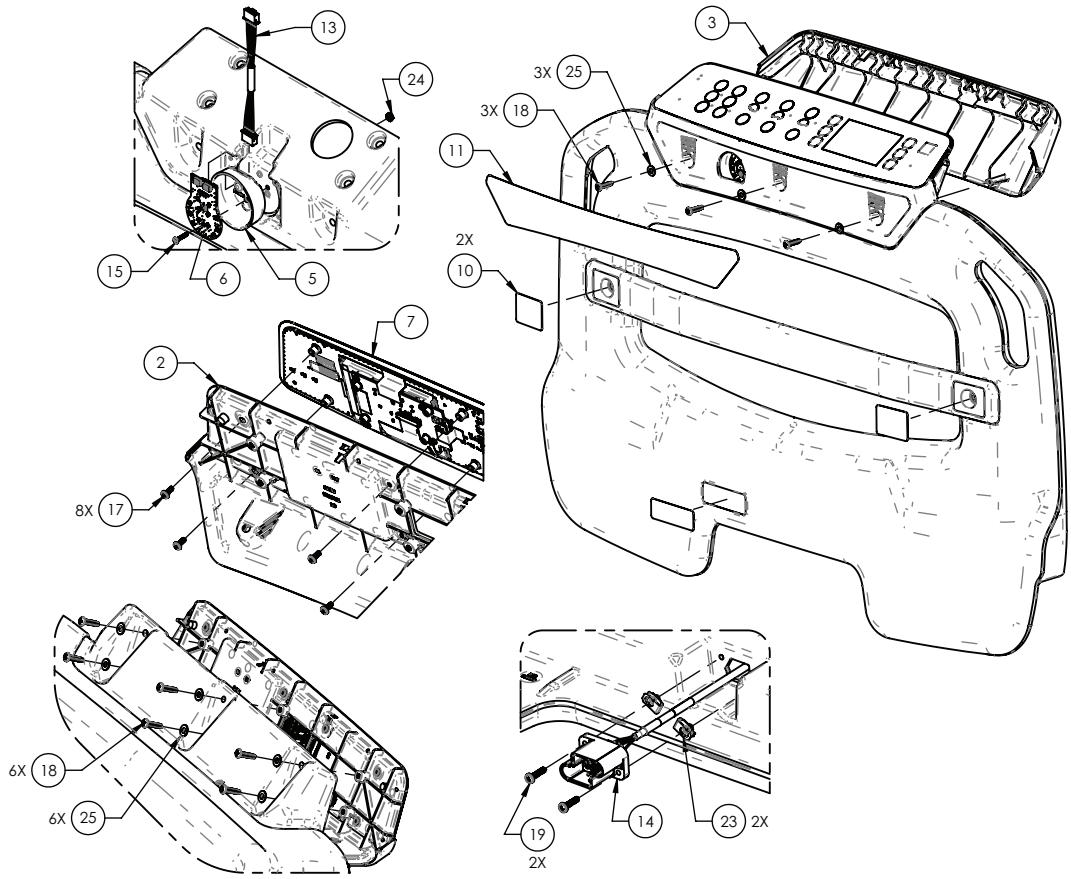

Figure 27 – Remplacement du câble principal du pied de lit
5. À l'aide d'un outil à pointe, retirer l'étiquette avant (11) du pied de lit (Figure 27).
6. À l'aide d'un tournevis cruciforme n° 2, retirer les trois vis (18) et rondelles (25) qui fixent le panneau arrière (3) au pied de lit (Figure 27). Retirer et conserver le panneau d'accès.
7. À l'aide d'un tournevis cruciforme n° 2, retirer et conserver les six vis (18) et six rondelles (25) qui fixent le clavier/l'affichage (7) au pied de lit (Figure 27).
8. Débrancher le câble du clavier/affichage et le câble lumineux du pied de lit iBed (13). Retirer et conserver le clavier/l'affichage (7) (Figure 27).
10. À l'aide d'un tournevis cruciforme n° 2, retirer et conserver les deux vis (19) qui fixent le câble principal du pied de lit (14) au fond du pied de lit (Figure 27).
11. Retirer le câble principal du pied de lit (14) du pied de lit et le jeter (Figure 27).